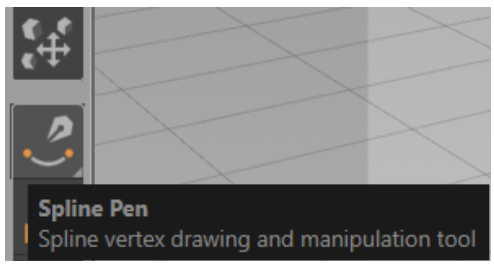

Figure 2-10 *Choosing* ***Spline Pen*** *from the Command Palette*
1. Make sure the Front viewport is maximized. Choose the **Spline Pen** tool from the Command Palette, refer to Figure 2-10.